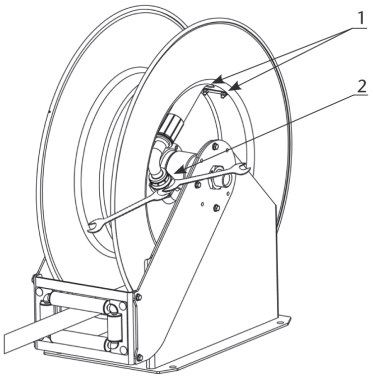

Fig. 4
2. Entfernen Sie den Bolzen, indem sie die Muttern (1), mit denen er befestigt ist, lösen, und trennen Sie den Schlauch mittels zweier Schlüssel vom Drehgelenk (2) (Abb. 4).